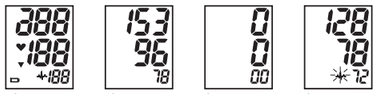

Imagen 1 Imagen 1-1 Imagen 1-2 Imagen 1-3
a. Después de colocarse el manguito y encontrar una posición corporal cómoda, pulse el botón de inicio. Se escuchará un pitido y se mostrarán todos los caracteres de la pantalla para la autocomprobación. Véase la imagen 1. Póngase en contacto con el centro de servicio si falta algún segmento.
b. La pantalla LCD mostrará momentáneamente el resultado de la última medición. Véase la imagen 1. Después de encender la unidad de nuevo, la pantalla LCD mostrará momentáneamente el valor «0». Véase la imagen 1-2.